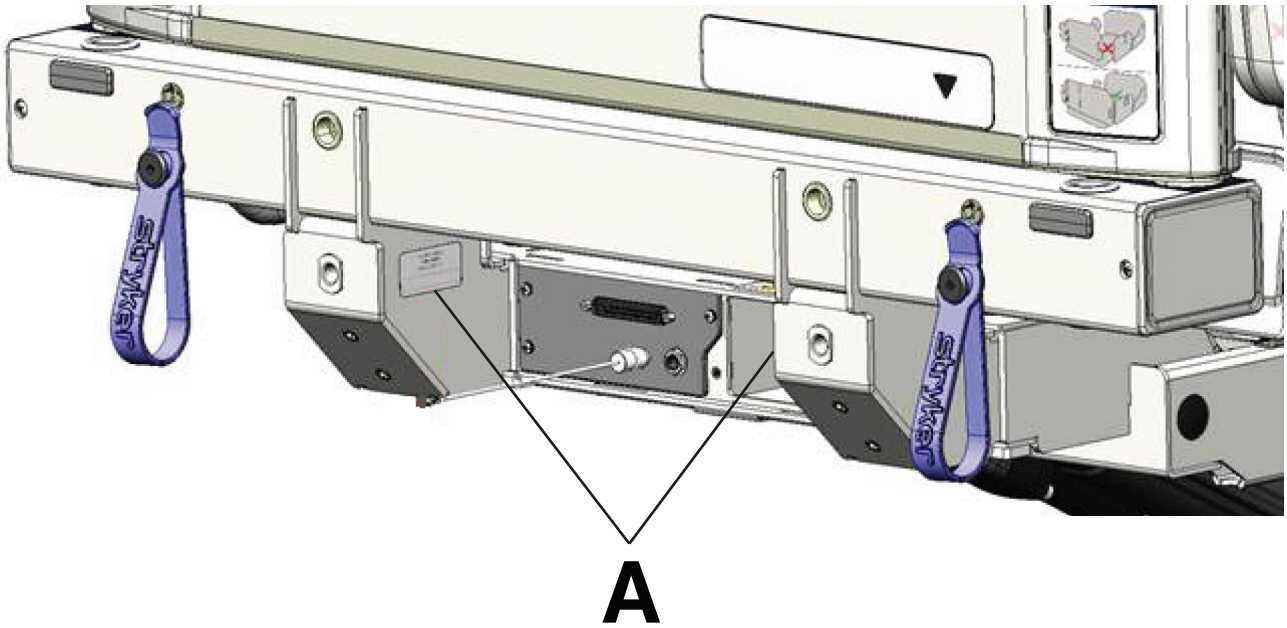

Figure 1 – Emplacement du numéro de série - vue de l’opérateur
Le numéro de série (A) se trouve au-dessous de la tête de lit, du côté tête du lit (Figure 1).